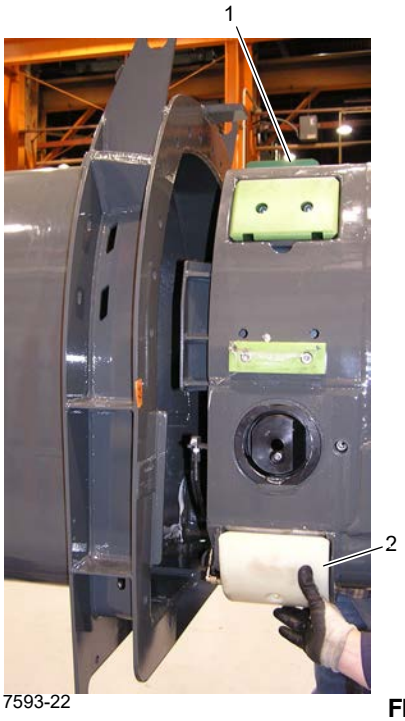

FIGURA 4-31
3. Deslice la parte trasera de la sección 5 en la parte delantera de la sección 4. Calce las almohadillas de desgaste inferiores (1) (Figura 4-31) de modo que las almohadillas apenas toquen la pared interior de la sección 4. Retire e instale la sección 5, según sea necesario, para ajustar estas almohadillas.
4. Presione las almohadillas de desgaste exteriores de esquina superior (2) en su lugar a medida que entran en la sección 4; ajuste los tornillos de fijación en las almohadillas de desgaste según sea necesario para la instalación.